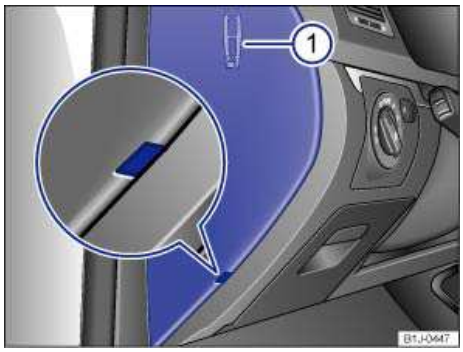

Fig. 188 On the driver side in the instrument panel: Fuse box cover with plastic tweezers 1 on the inside of the cover.
- Insert a flat object, such as a screwdriver from the vehicle tool kit, into the opening ⇒ fig. 188 (magnified view) and carefully lift off the cover.
- On the inside of the cover there are plastic tweezers (1) for removing and inserting fuses.
- If needed, remove the plastic tweezers ⇒ fig. 188 (1) from the fuse box cover.